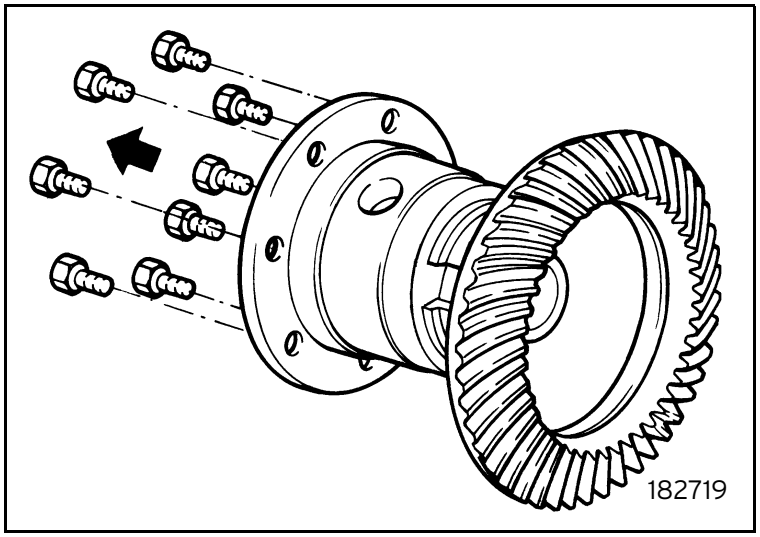

Fig. 19
- Loosen the fastening screws and remove the crown from the planet gear set (figure 19).